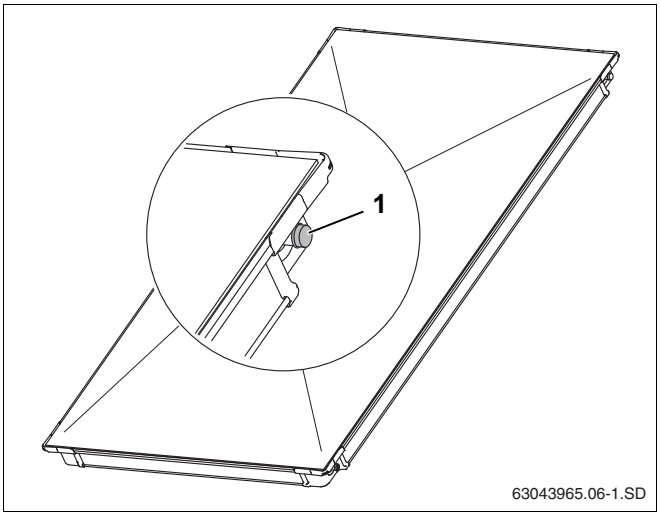

Рис. 6 Крышки на штуцерах коллектора
- Снимите пластмассовые крышки (рис. 6, **поз. 1**) только непосредственно перед монтажом.